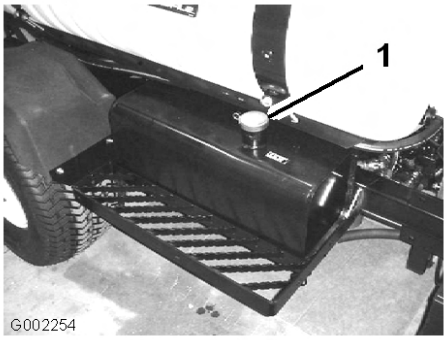

Figur 57
3. Rengør området omkring dækslet til hydraulikolietanken, og afmonter det (Figur 57).